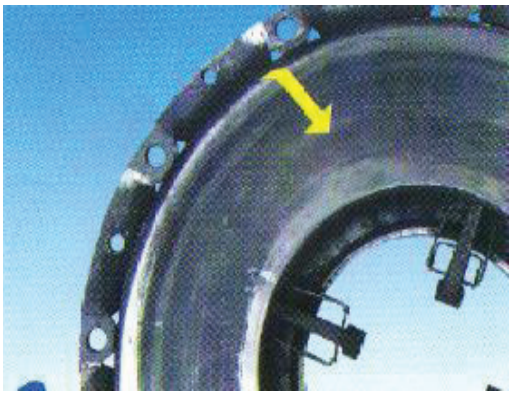

Рис. 3-3
(1) Недостаточная сила сжатия дисков
(2) Засаливание рабочей поверхности нажимного диска (рис. 3-3).